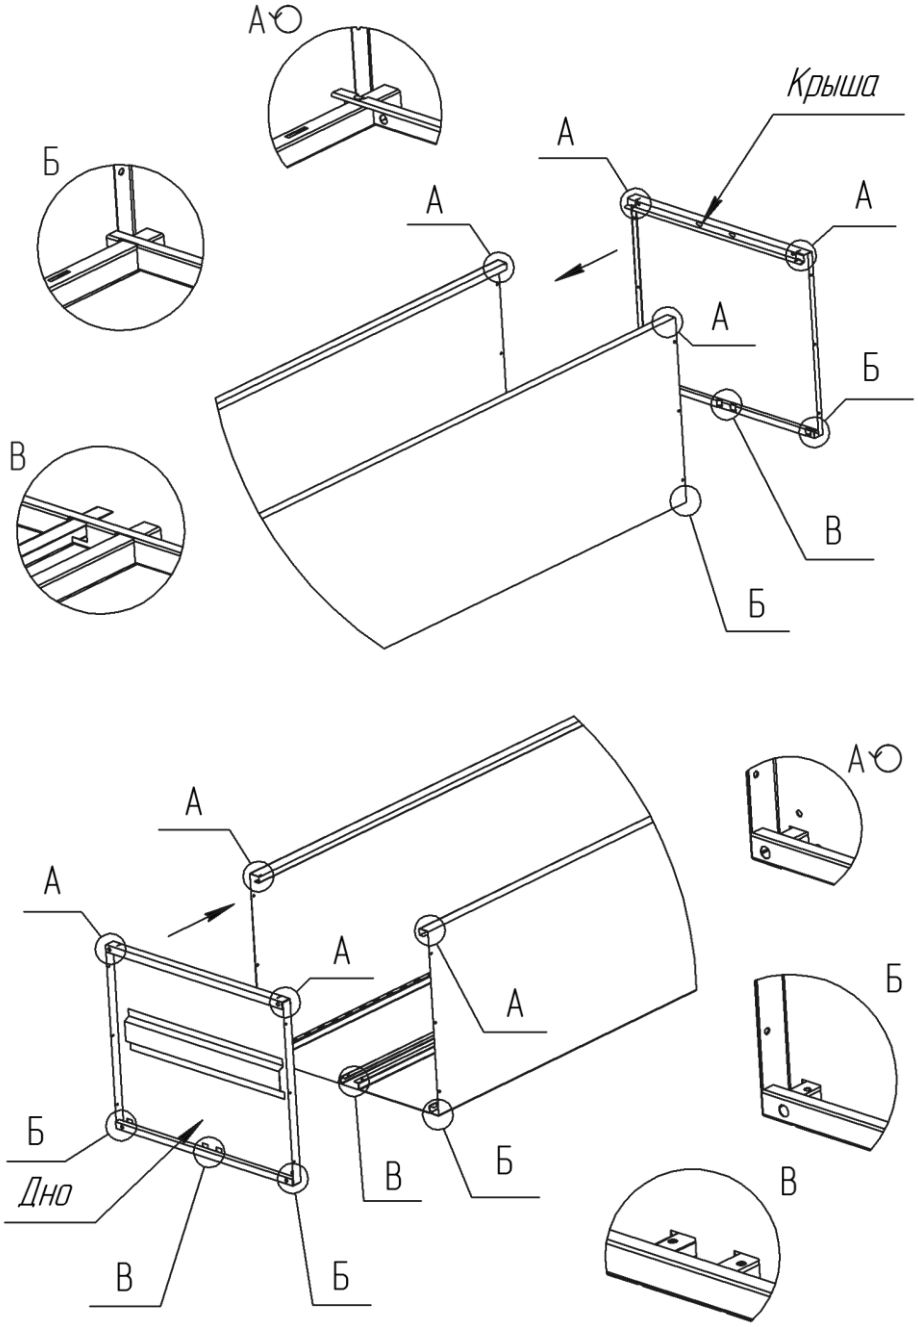

Рис.3
4.3. Установить крышу и дно. Приклепать к боковым стенкам. Внешние стороны крыши и дна должны касаться внутренних сторон боковых стенок (Рис.3).